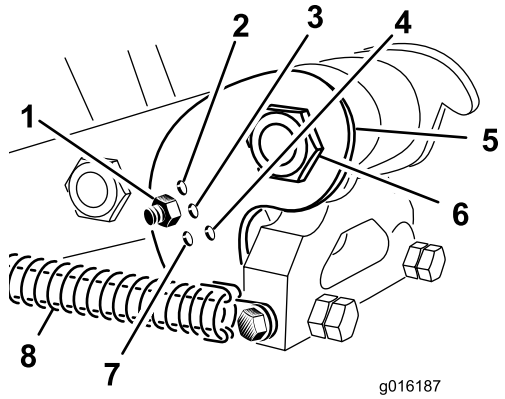

Figur 37
Velg stilling for skråstillingsbraketten (Figur 37) etter ønsket pipelengde. Stoppehodet er stilt inn til én av fem forhåndsbestemte stillinger ved å velge det hullet der justeringsstangen er boltet gjennom. Disse hullene er kun forhåndsinnstilte. Dvs. at ved å bruke en 2,5 cm lang pipe i en stilling på 3,6 cm, kan du oppnå en jevnere overflate, avhengig av bruksområdet.
3. Løsne fjærspenningen ved pipehodet (Figur 37).
4. Fjern mutteren og bolten i justeringshullene i skråstillingsbraketten (Figur 37).
5. Roter skråstillingsbraketten til den står riktig i forhold til ønsket hull i armen, og monter bolten og mutteren (Figur 37).